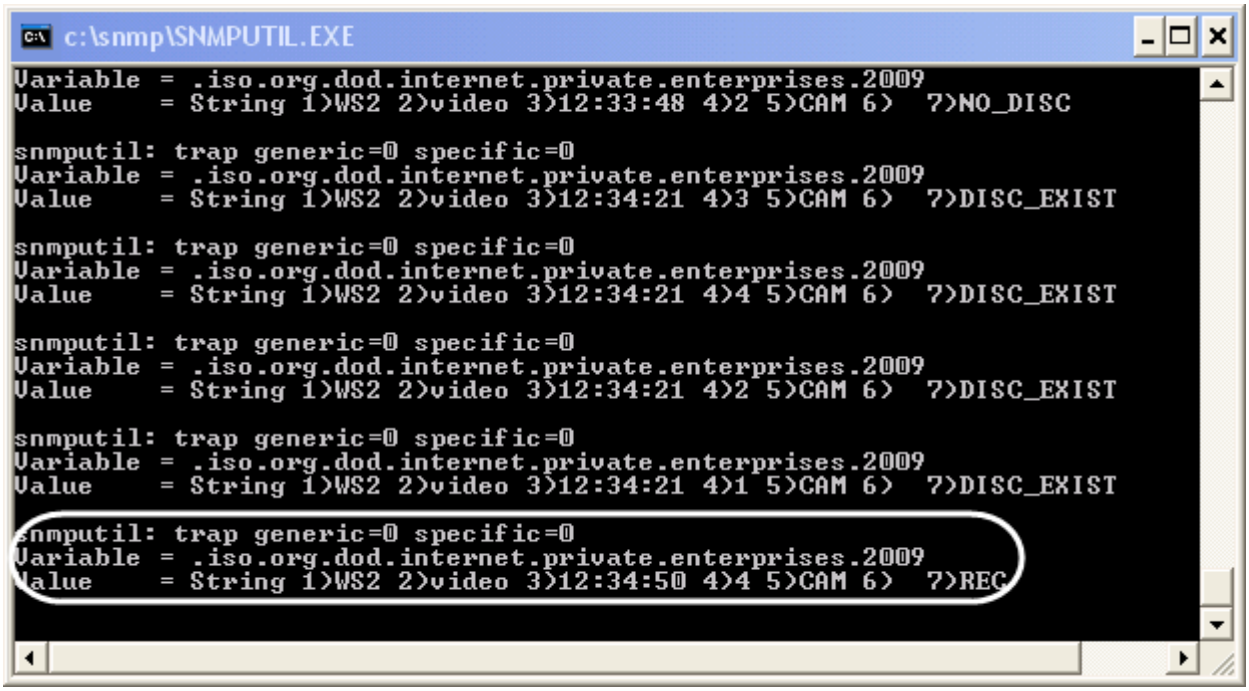

Figure 8.11-7. Example of SNMP-message
3. To save the changes click Apply button (Figure 8.11-7).
Example of SNMP-message, formed in accordance with the pattern 1)%owner% 2)%module% 3)%time% 4)% event_source_id % 5)% event_source_type % 6)% user_id % 7)% event_action % is exemplified in Figure 8.11-7.